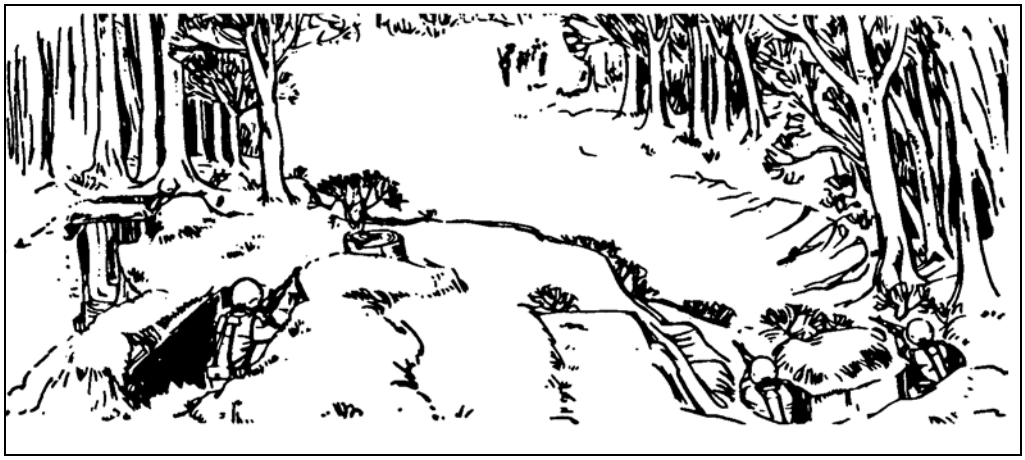

Figure 6-8. Deep targets.
(2) ***Deep Targets***. The grenadier first lays on the center of mass of the target. He fires searching fire to the near end and then up to the far end of the target along successive aiming points (Figure 6-8).